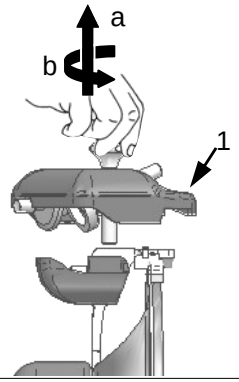

Abb. 36
2.das Oberteil der Schleifvorrichtung (Abb. 36, Detail a) hochziehen und um 180° drehen (*Abb. 36 Detail b*);